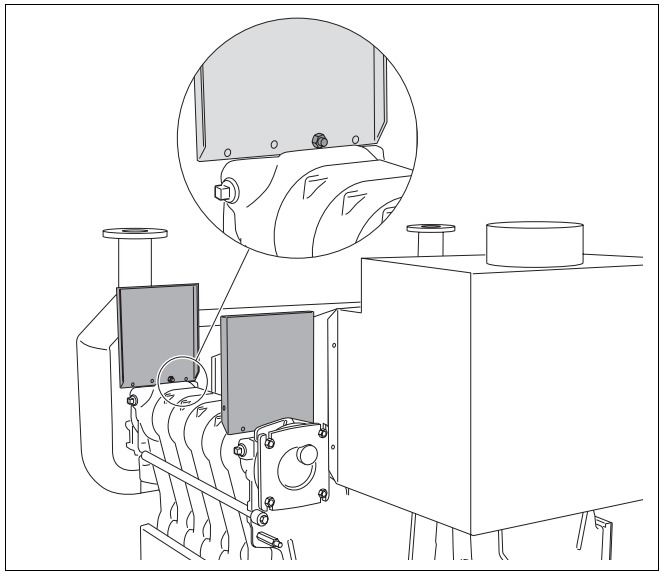

Rys. 47 Montaż wsporników
- Przykręcić cztery wsporniki do członów końcowych obu bloków kotła, każdy śrubą M8 x 35 i nakrętką z włożoną podkładką. Otwarte strony wsporników muszą być skierowane do wewnątrz. Wsporniki wystają na zewnątrz (rys. 47).